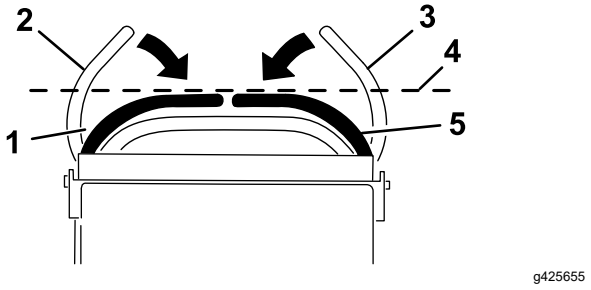

Figura 69
3. Empuje las palancas de control de movimiento hacia abajo, sacándolas de la posición de BLOQUEO/PUNTO MUERTO (Figura 69).
4. Compruebe que la palanca de control de movimiento de la derecha quede alineada en sentido horizontal con la palanca de control de movimiento de la izquierda (Figura 69).